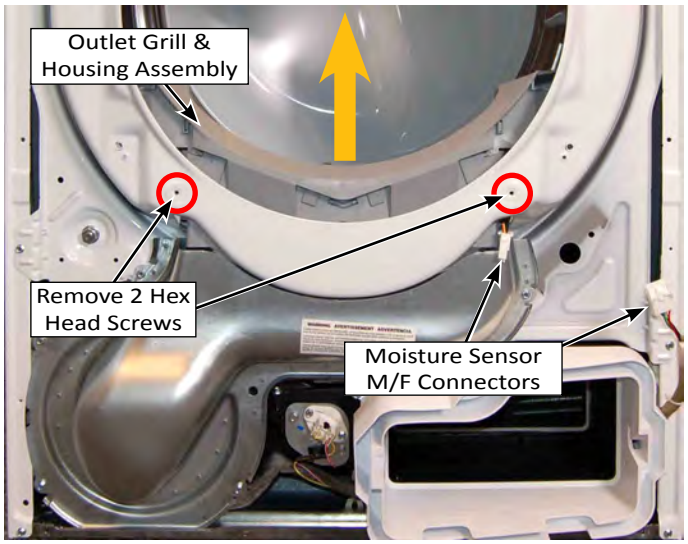

Figure 4
8. Remove two (2) 1/4” hex-head screws securing the Outlet Grill & Housing Assembly to the front bulkhead (see Figure 4).